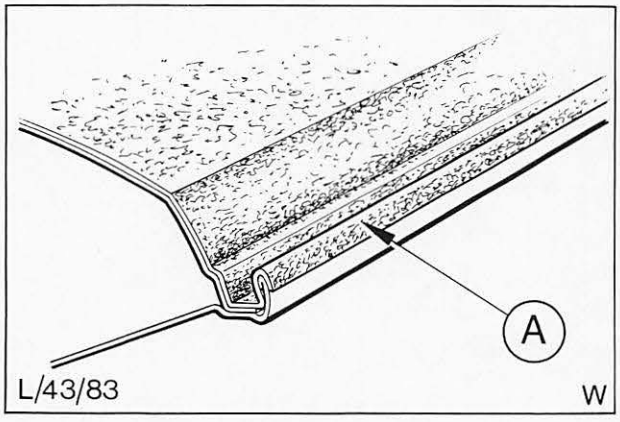

Abb. 5 Bezug „A“ in Halterhöhe der Regenrinne über den Rinnenrand kleben
11. Dachseiten zusammen mit den „C“-Säulen (bis einschließlich Regenrinnen innen) mit Kleber bestreichen. Bezug über die Dachseiten straffen und in der Regenrinne andrücken. Abb. 5.